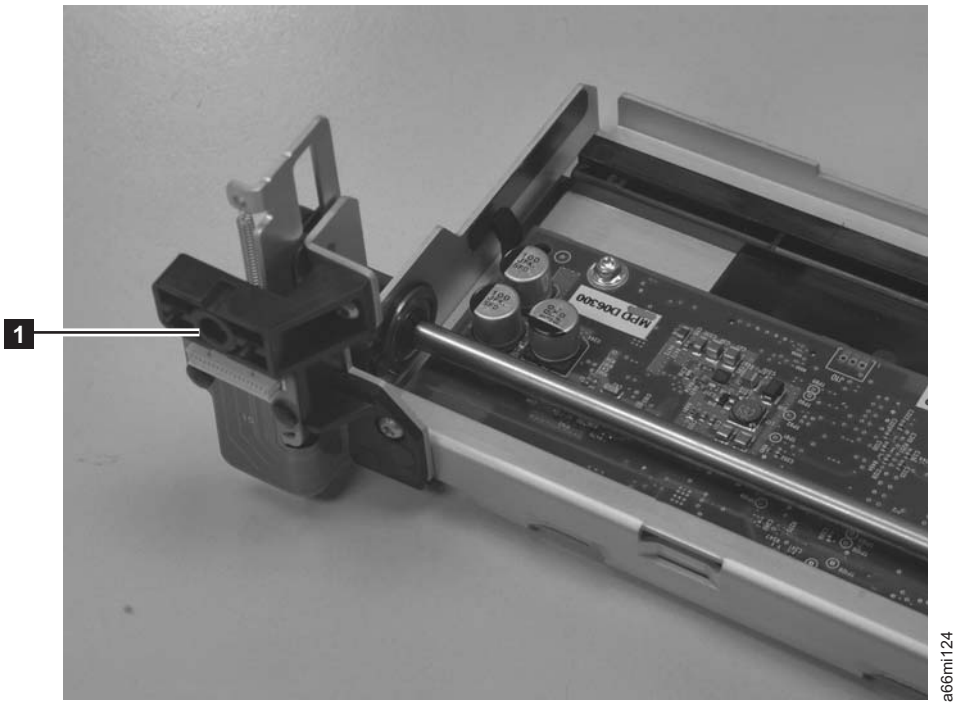

Figure 7-86. Thumbscrew securing Cable Spool
5. Tighten the thumb screw to connect the spooler cable to the M2 Robot Assembly (**1** in Figure 7-86).